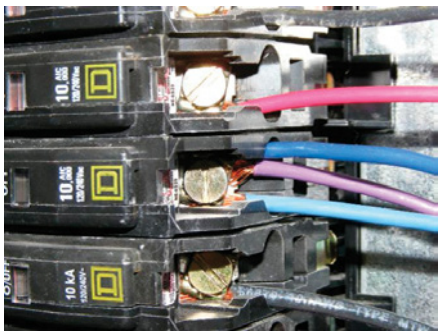
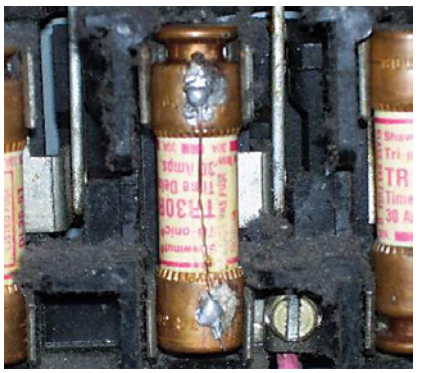

Figure 2 - 1 wire per terminal (NEC 110-14a) Minimum Possible Fine: $2,000
Figure 3 - Soldered Wired Jumpering Fuse Lack of Component Integrity (NEC 110-12c) Minimum Possible Fine: $2,000
- Poor wiring practices (Figure 2) and conditions (Figure 3) such as burnt and cracked wires, mismatched components, missing covers, and "rats nest" of loose wires.